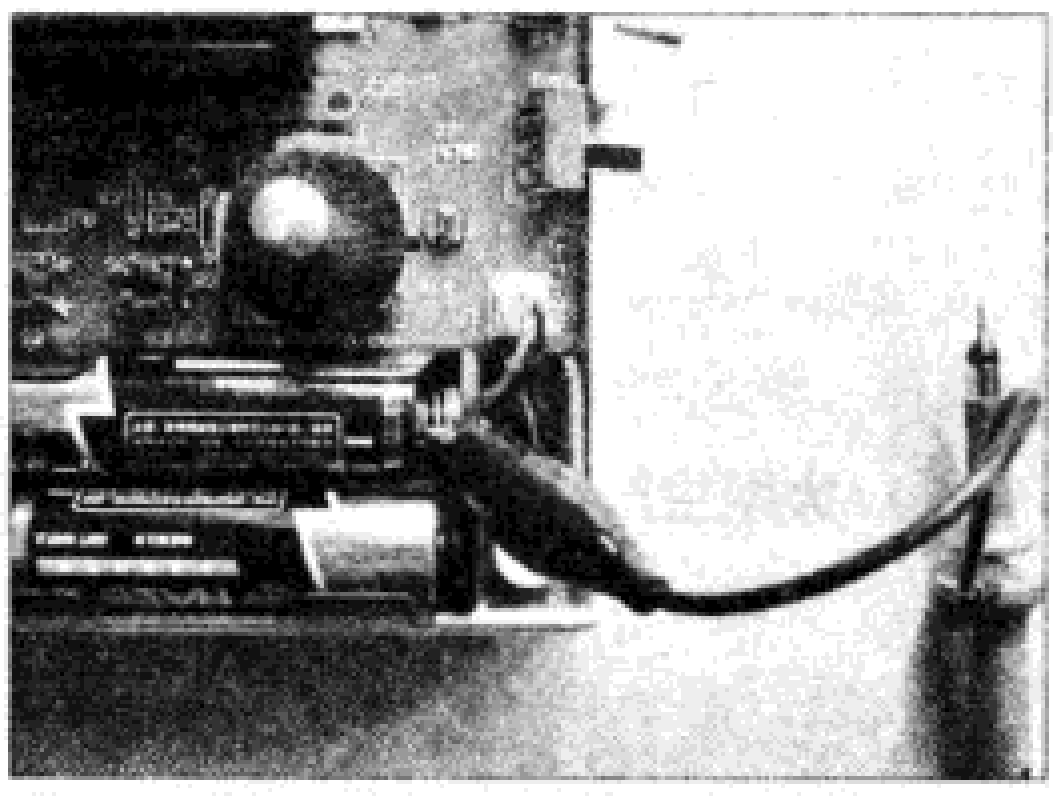

图1 示波器的地线与发射机的地线连接好
1. 取示波器一台。将X轴调到0.5ms/格，Y轴调到0.1V/格，工作状态选择为DC，同步选择为自动(AUTO)。外配10：1衰减探头，将示波器的地线与发射机的地线牢固地连接好，如图1所示。爱好者可能会说：我哪有500MHz的示波器呀？我告诉您，不用紧张，有高档仪器更好，但几百元的如20MHz示波器也可以应付一阵。